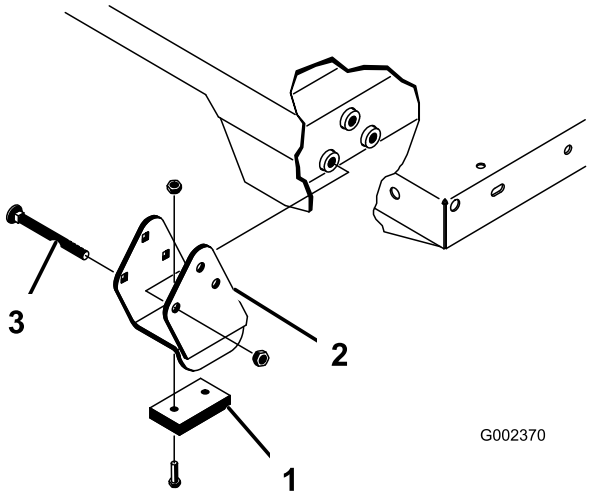

Figur 34
Merk: Påse at avstandsbrakettene og slitasjeblokkene (Figur 34) er montert med låsebolthodene plassert på innsiden av maskinen.
i den bakre rammekanalen. Monter to splittpinner og ringstifter (Figur 34).
3. Sørg for at planet er senket, og fest så hver sylinderstangende til korresponderende slisse i planets monteringsplater med én splittpinne og én ringstift. Før inn splittpinnen fra utsiden av planet med ringstiften mot utsiden (Figur 34). De bakre slissene er for montering av fullt plan, og de fremre slissene er for montering av 2/3-plan.